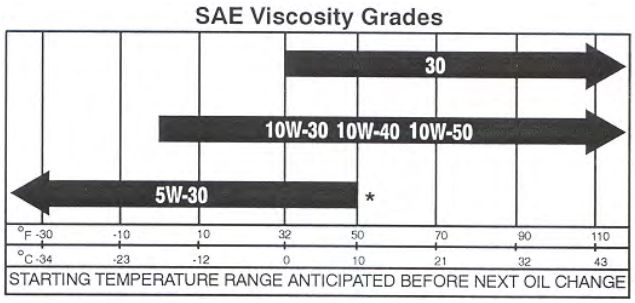

Figure 13
3. Le moteur utilise une huile détergente de haute qualité de classe de service API (American Petroleum Institute) SH ou mieux. Reportez-vous au tableau de la Figure 13 pour choisir la viscosité.